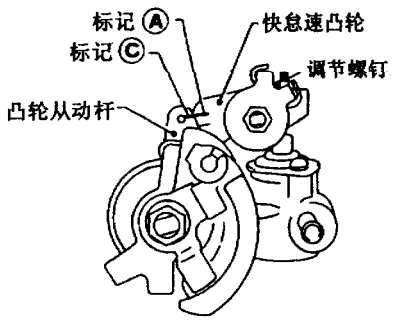

图 8－6－31　检查标记（一）
(3) 如图 8－6－31 所示，当发动机冷却液温度传感器的电阻为 0.26～0.39kΩ 时，确认标记ⓐ与标记ⓒ在同一条直线上。若不正常，则旋转调节